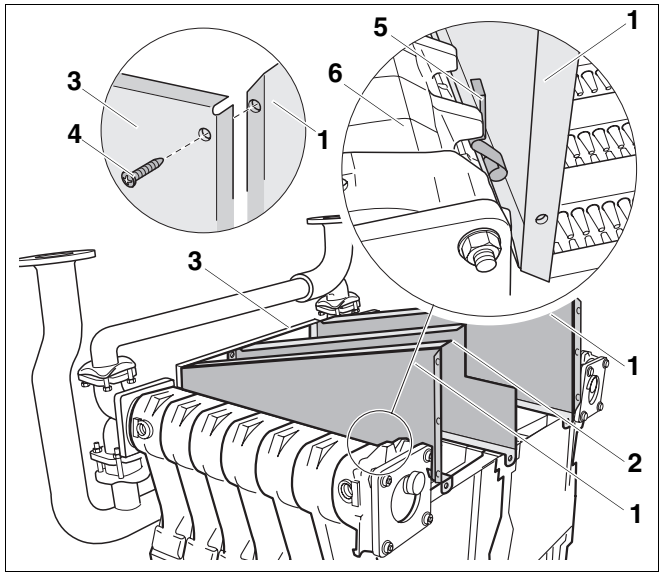

Afb. 37 Zijwanden monteren
- Plaats eerst de ene en dan de andere zijwand (afb. 37, **pos. 1**) in de geleidingsgroef en schroef ze dan met schroeven met vlakke kop 3,9 x 9,5 (afb. 37, **pos. 4**) aan de voorwand (afb. 37, **pos. 3**).
- Plaats de clipmoeren M6 (in functie van de grootte van de ketel 5 of 7 stuks) op de betroffen uitsparingen van de zijwanden (afb. 37, **pos. 1**) en van de middenwand (afb. 37, **pos. 2**).
- Schuif de vier veren (afb. 37, **pos. 5,** twee links, twee rechts) tussen de zijwanden (afb. 37, **pos. 1**) en het ketelblok (afb. 37, **pos. 6**).
Wanneer de veren niet correct gemonteerd werden, kunnen er rookgassen uit de rookgasverzamelaar ontsnappen en in de opstellingsruimte terecht komen (vgl. afb. 37, **pos. 5**, pagina 35).